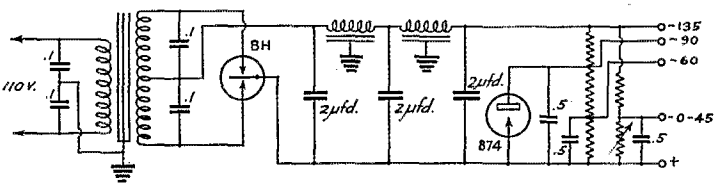

FIG. 4—ANOTHER BIAS SUPPLY CIRCUIT USING A BH GASEOUS RECTIFIER AND AN 874 VOLTAGE REGULATOR
V. L. Clark, W5ZW, furnished the diagram of Fig. 4. His "C" supply, which uses a Raytheon BH rectifier and the 874, has been giving satisfactory service for more than two years. The bleeder current is approximately 20 milliamperes,